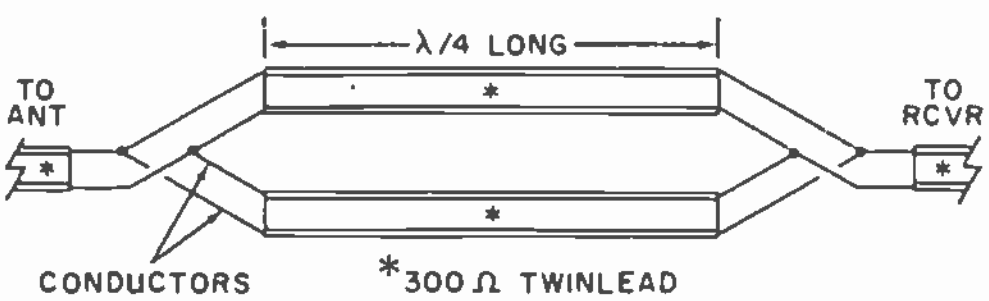

Fig. 1. Transformers are cut to specific lengths for individual channels or for multichannel band.
**Reducing the Losses.** The choice of improving the antenna-to-transmission line match basically involves inserting an impedance-matching transformer between antenna and line. The drawing in Fig. 1 illustrates the makeup of one type of
Now, take three practical examples to show how to improve TV reception. In the first example, suppose you have a good quality commercial antenna array and wish to improve reception on Channel 4 by inserting a transformer section between the antenna and a 300-ohm twin-lead line. Select the transformer length section from the Table; in this case, 36″ is indicated. Cut two pieces of twin-lead cable to *exactly* 36″ (plus about ½″ extra at each end). Strip away ½″ of insulation from each end of both cables. Then, connect the lengths of twin-lead in parallel with each other (see Fig. 1).